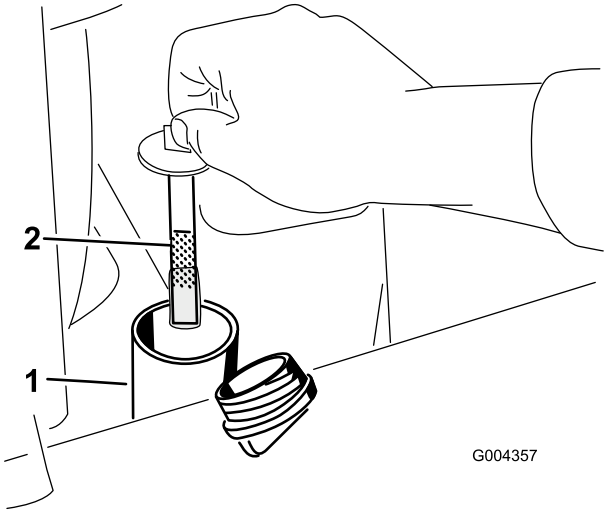

Rysunek 19
6. Zdejmij korek z szyjki wlewu i sprawdź poziom płynu na wskaźniku (Rysunek 19).